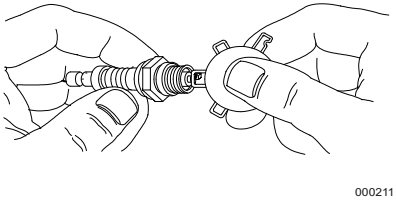

Figure 4-5. Spark Plug
3. Inspect electrode gap with wire feeler gauge and reset spark plug gap to 0.6 - 0.7mm (0.024 - 0.028 in). See ***Figure 4-5***.